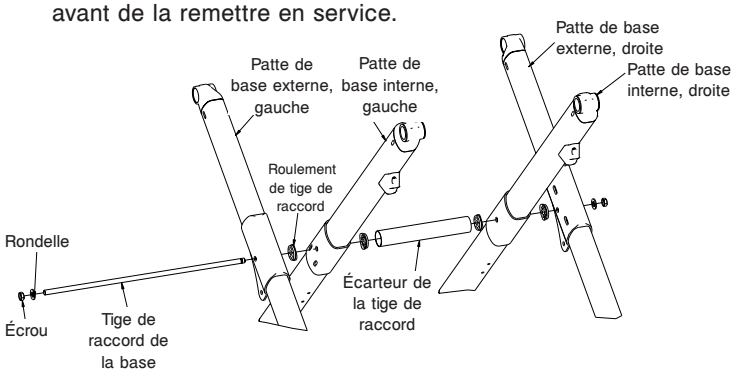

Figure 62
Remarque : Garder trace des roulements qui tombent lorsque le boulon est retiré (consulter la Figure 62).
5. À l'aide d'une clé mixte de 9/16 po et d'un marteau à amortisseur, retirer la tige et l'écrou de raccord à la base (consulter la Figure 62 à la page 60).
4. À l'aide d'une clé mixte de 9/16 po et d'un marteau à amortisseur, retirer la tige et l'écrou de raccord à la base (consulter la Figure 62 à la page 60).